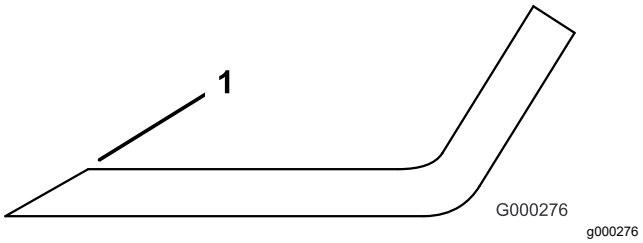

Figuur 131
3. Inspecteer de snijranden van alle messen en slijp de snijranden als deze bot zijn of bramen vertonen (Figuur 131).
Opmerking: Slijp alleen de bovenkant van de snijrand en behoud de oorspronkelijke snijhoek om te zorgen dat het mes scherp blijft (Figuur 131). Het mes blijft in balans als u evenveel materiaal weghaalt van beide snijkanten.